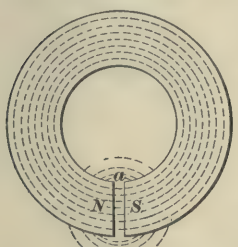

FIG. 7.
**20. Ring Magnet.**—Fig. 7 shows a ring magnet with a narrow gap in it at *a*. This magnet is a modification of the horseshoe type of Figs. 4 and 5, and approaches the general shape to be found on some electrical machines.
**21. Closed Magnetic Circuit.** Fig. 8 is the same as Fig. 7, except that there is no air gap. This sort of path for lines of force called *magnetic circuit* is not found on any of the machines with which we shall have to deal, but it shows very well what is meant by *closed magnetic circuit;* that is, the lines of force are everywhere within the iron itself, and do not enter the air. Such a magnet, therefore, would not affect outside pieces of iron.